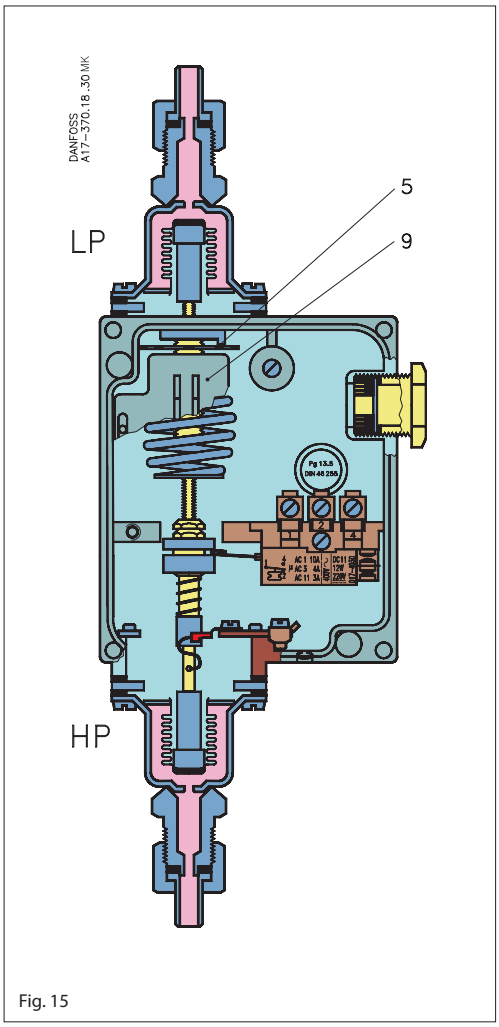

Fig. 15
El disco de diferencial (5),fig. 15 pág. 13 debe ser ajustado en 1 bar (10 m de agua) menos el diferencial fijo de 0,1 bar, es decir en 0,9 bar. El disco de zona neutra se ajusta en fábrica (marcado en rojo).